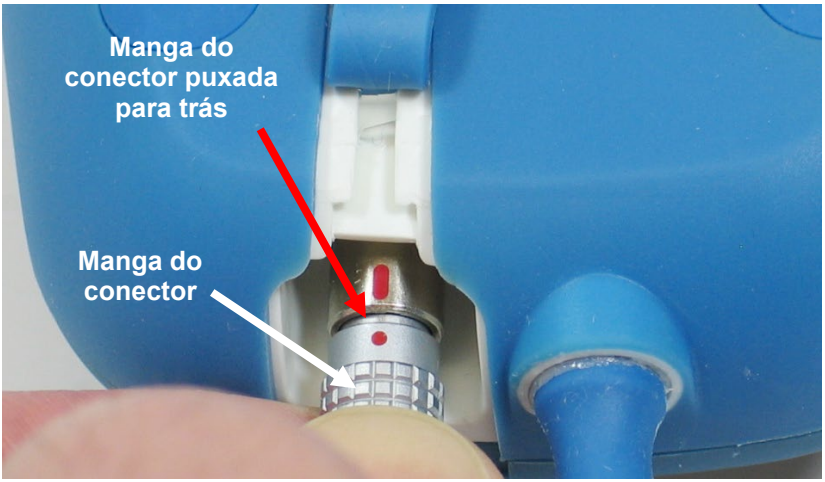

Figura 11: Grande plano da manga do conector
1. Segure e puxe a manga de metal do conector de saída de CC para desligar o conector do Carregador Vesta. **Consulte a Figura 11**.